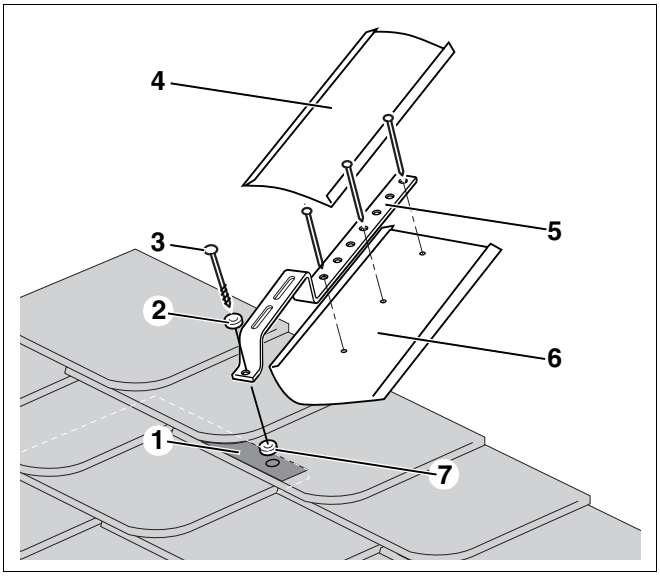

Afb. 31 Specifieke dakhaken op een meervoudige bedekking monteren
Als voorbeeld wordt de montage van een specifieke dakhaak en een waterdichte afdekking met een ter plaatse aan te brengen plaat (afb. 31, **pos. 4** en **6**) op een leien dak getoond.
- Monteer de specifieke dakhaken (afb. 31, **pos. 5**) en de dichting (afb. 31, **pos. 2** en **7**) met de bijgeleverde schroeven (afb. 31, **pos. 3**) op het leien dak.
- Om ervoor te zorgen dat de montage waterdicht uitgevoerd is, moeten er ter plaatse boven en onder de specifieke dakhaken plaatjes (afb. 31, **pos. 4** en **6**) gemonteerd of gelegd worden.
De specifieke dakhaken moeten vooraf op een meervoudige bedekking (afb. 31, **pos. 1**) liggen.